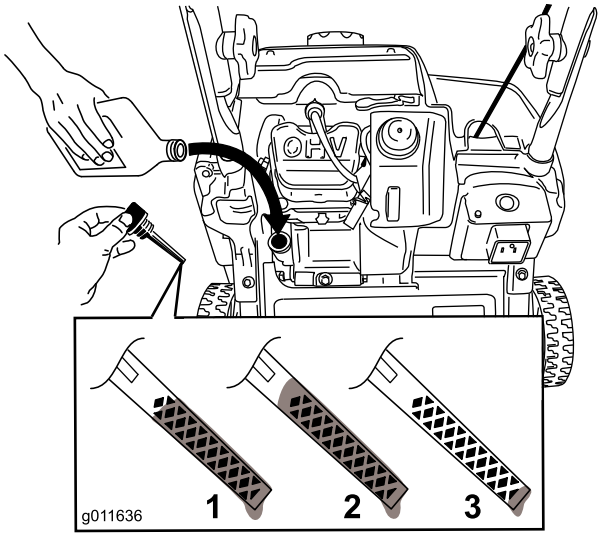

Rysunek 8
2. Wyczyść obszar wokół korka wlewu oleju (Rysunek 8).
Informacja: Aby ustalić prawidłowy poziom oleju na wskaźniku, patrz Rysunek 8.
Informacja: Napełniaj olejem skrzynię korbową silnika do momentu uzyskania prawidłowego poziomu oleju na wskaźniku, jak pokazuje Rysunek 8. Jeśli wlejesz zbyt dużo oleju do silnika, usuń nadmiar zgodnie z opisem w punkcie Wymiana oleju silnikowego.